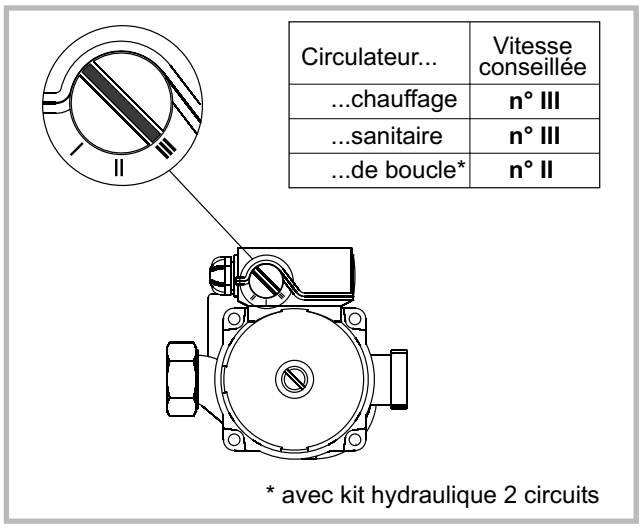

Figure 30 - Vitesse de circulation conseillée
- Vérifier la vitesse des circulateurs (fig. 30).